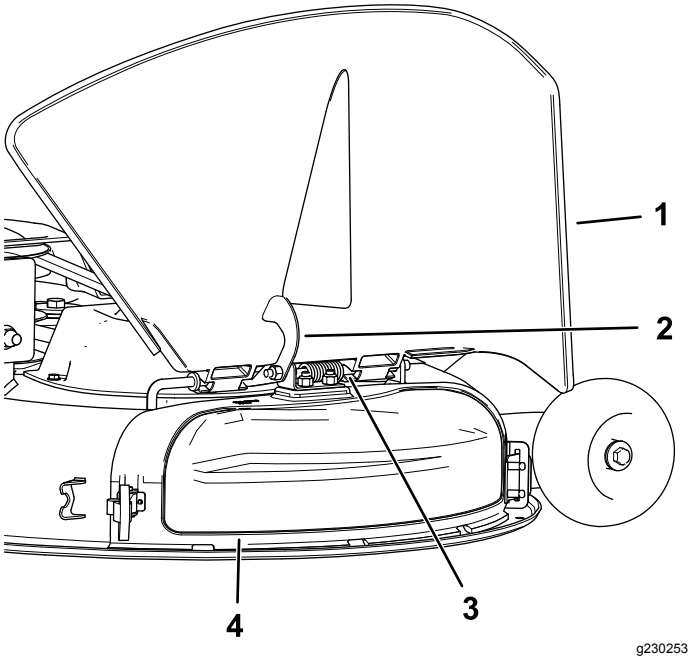

Figur 16
4. Hekt den krokformede låsen på toppen av utslippsdekselet fra dreiestangen (Figur 16).
5. På toppen av utslippsdekselet hekter du den krokformede låsen rundt dreiestangen på avlederenheten (Figur 16).